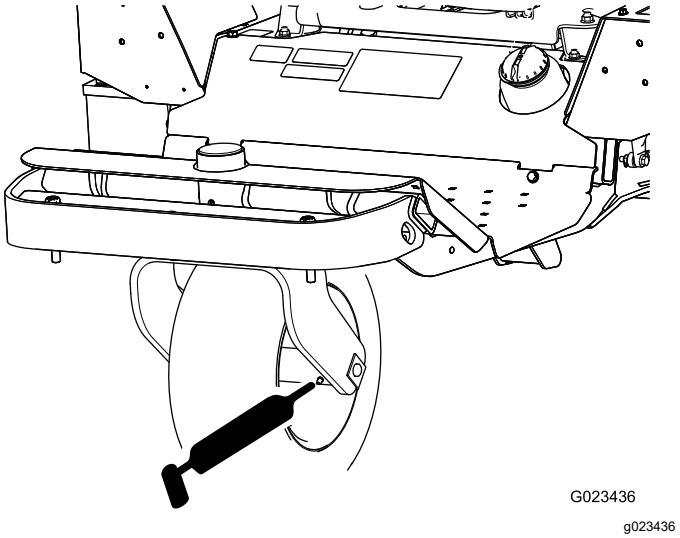

Figuur 29
- Lager van voorwiel (1)—(Figuur 29)